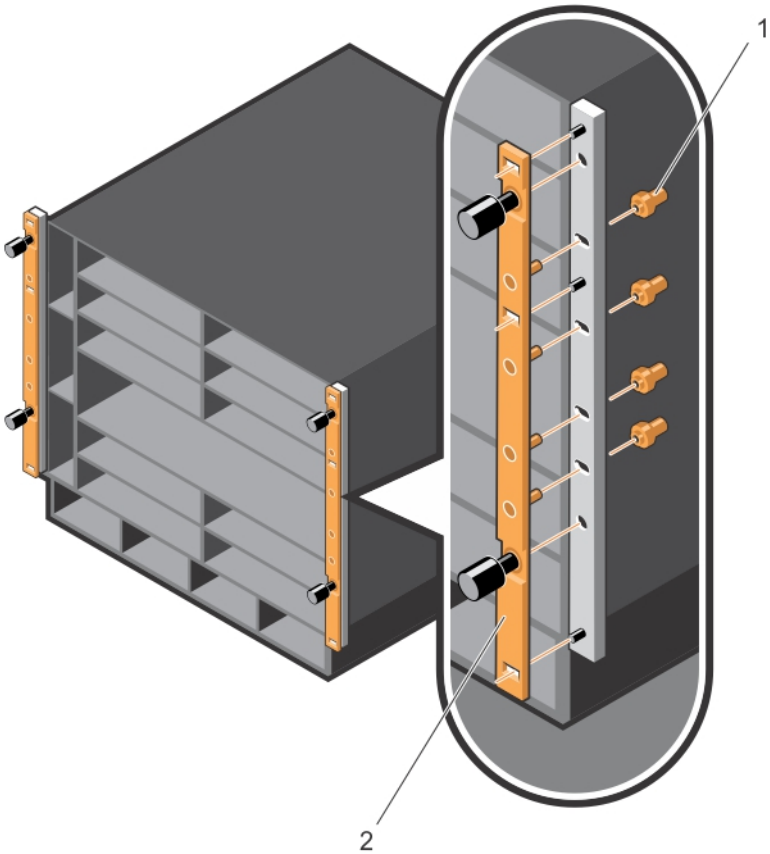

Figure 3. Removing Brackets from the Chassis
4. Using a flat-head screwdriver, remove the bracket screws (item 1 in Figure 3) and unscrew the thumb screws to remove the bracket (item 2 in Figure 3) attached to each chassis flange.